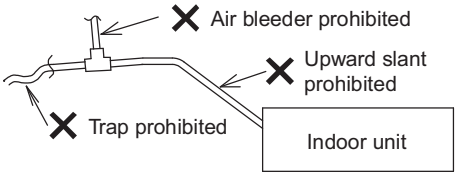

Fig. 1-13
- Do not install the drain pipe with an upward slant from the drain port connection. This will cause the drain water to flow backward and leak when the unit is not operating. (Fig. 1-13)
- Do not install an air bleeder as this may cause water to spray from the drain pipe outlet. (Fig. 1-13)
- Do not provide U-trap or bell-shaped trap in the middle of the drain pipe. Doing so will cause abnormal sound. (Fig. 1-13)